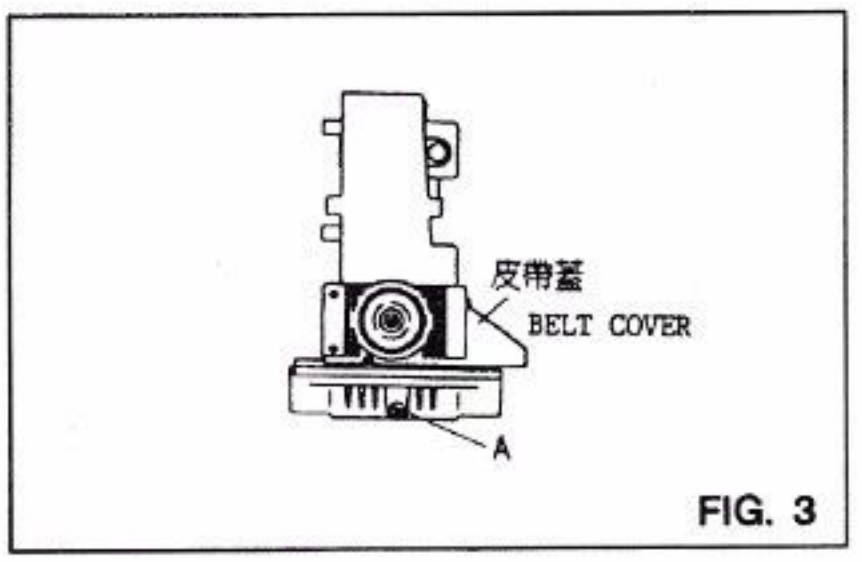
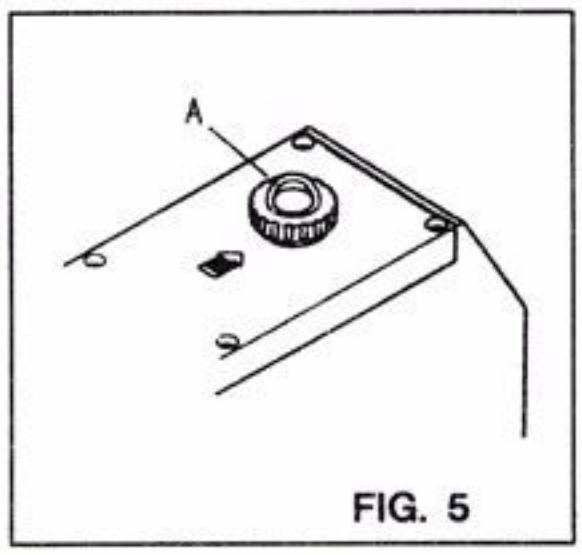

FIG. 3
FIG. 5
2. Motor should run clockwise with proper tension for driving belt. It can be checked by pushing belt inward for 20mm. Please install belt cover properly for safety purpose . (Fig. 3 & 4)
1. To fill lubricant oil : (Fig. 5 & 6)
* Loosen Knob (A), fill in with lubricant oil or its equivalent such as Mobil #10 or Esso #32. Please fill the oil up between two level lines on oil Indicator (C) and tighten knob up.
2. To replace lubricant oil: (Fig. 3)
* Loosen Knob (A), drain oil from the oil tank and tighten it up.